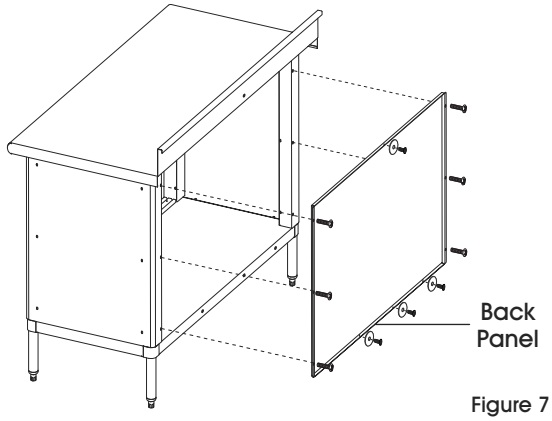

Figure 7
8. Place back panel onto shelf with lip facing down and out. Attach to side panels with six large Phillips head bolts. Attach to side of lower shelf with three Phillips head sheet metal screws and three washers, and to center of the top with one Phillips head sheet metal screw and one washer. (See Figure 7)